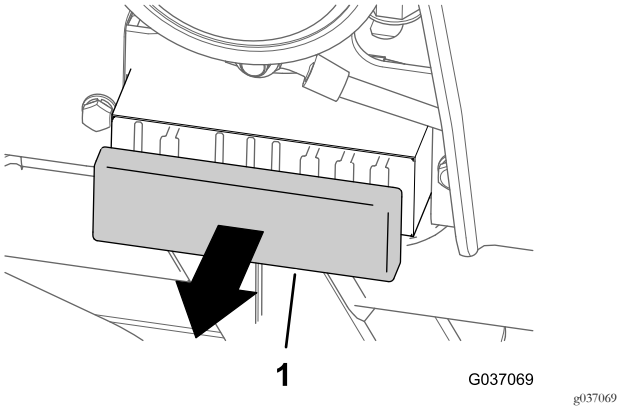

Figur 36
1. Fjern dækslet fra sikringsblokken (Figur 36).
3. Monter dækslet på sikringsblokken (Figur 36).